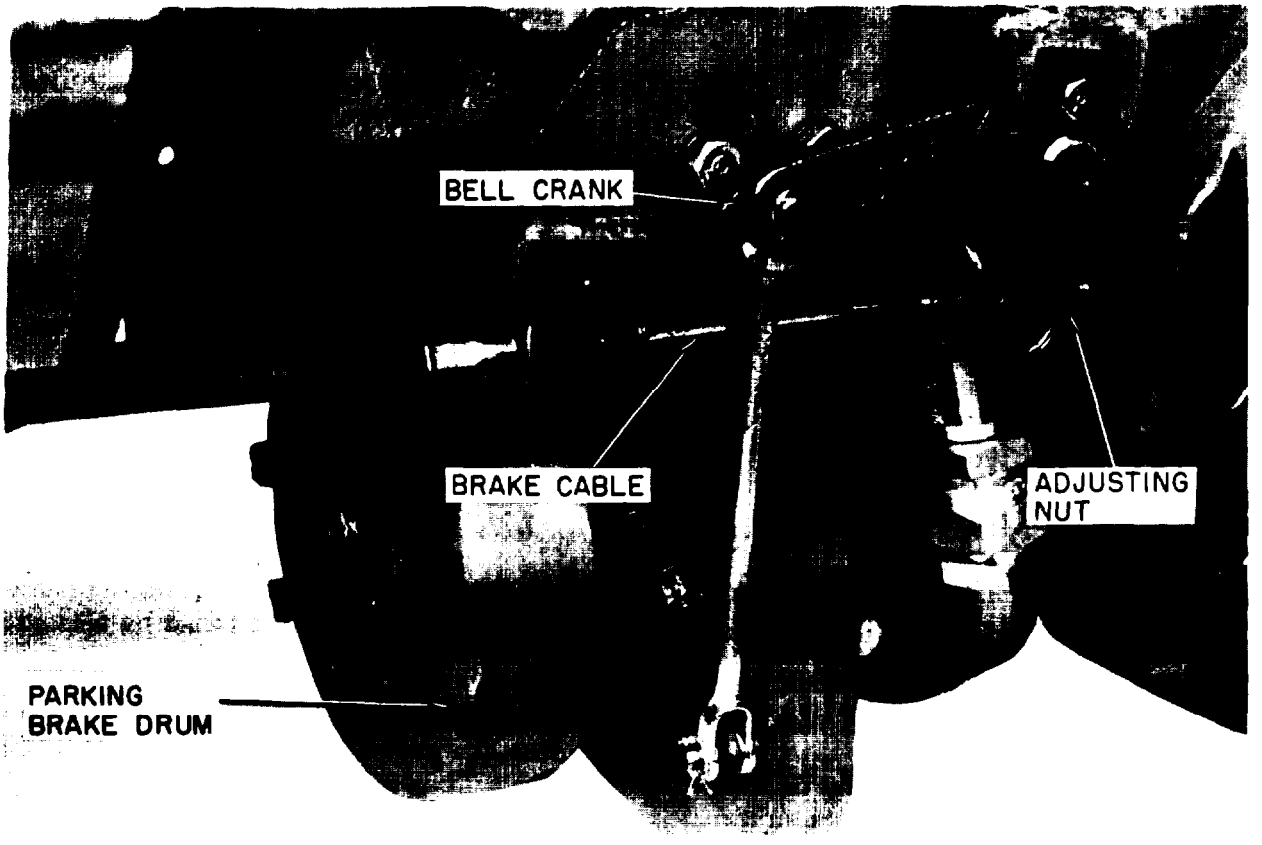

Figure 4-37. Parking Brake and Linkage
c. Refer to figure 4-37 and locate the adjuster nut. Turn this nut clockwise until all slack is removed from the brake cable.